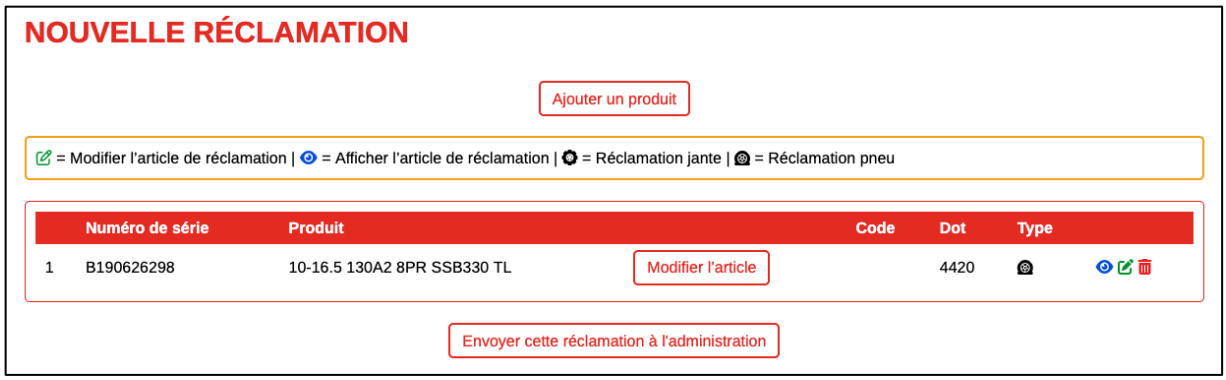

Figure 11
3.5. Soumettre la réclamation *(Figure 11)*